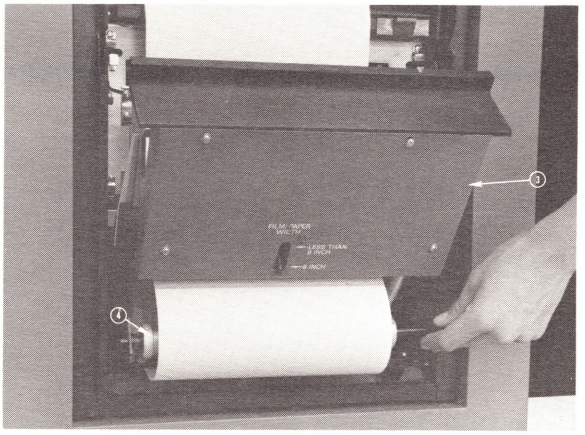

FIG. 4
5. Pull out approximately 18 inches of material from the box, sliding it under and around the paper turning roller (Fig. 4).